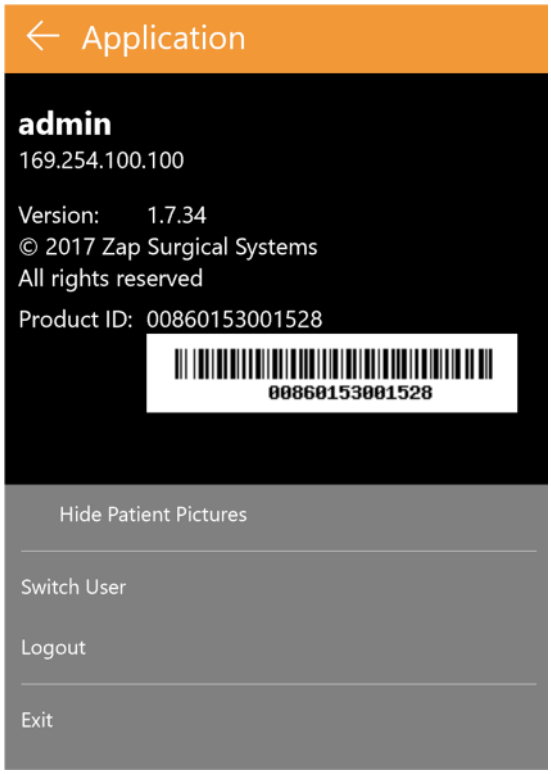

Figure 3.2.2. The Application Settings Dialog.
- **Application Settings**: The main use for this control is to exit the application, log out, or to switch users. See figure 3.2.2 for an example. It also has version and the database IP settings, which may be useful for DICOM administrators (see Chapter 12). Also in this menu is an option to hide/show patient pictures from the main patient page.